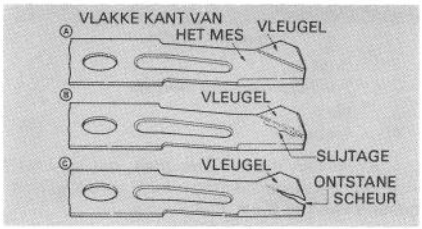

Afbeelding 21
3. Kontroleer het snijvlak van het mes zorgvuldig; indien nodig slijpen of vervangen (Afb. 21).
Door voortdurende slijtage zal er een een scheur ontstaan tussen de vleugel en de vlakke kant van het mes (Afb. 21). Op den duur kan er een gedeelte van het mes afbreken en onder de maaier vandaan geslingerd worden, hetgeen ernstige verwondingen aan uzelf om aan omstanders kan veroorzaken.
BELANGRIJK: Slijp de bovenkant van het mes en houdt daarbij de originele snijhoek aan (Afb. 21).